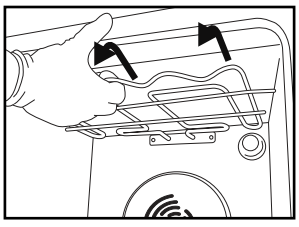
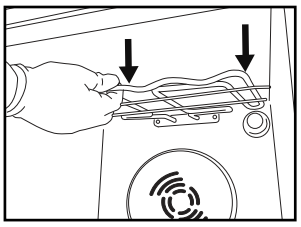

Рис. 3
Рис. 4
2. Слегка вытяните нагревательный элемент (*Рис. 3*) и опустите его вниз (*Рис. 4*).